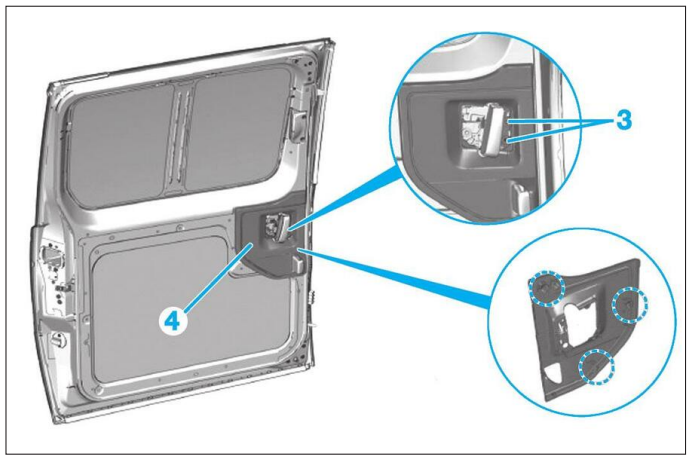

**Fig. 38**
• Déposer les vis (3) puis dégrafer la garniture (4). **(Fig.38)**.